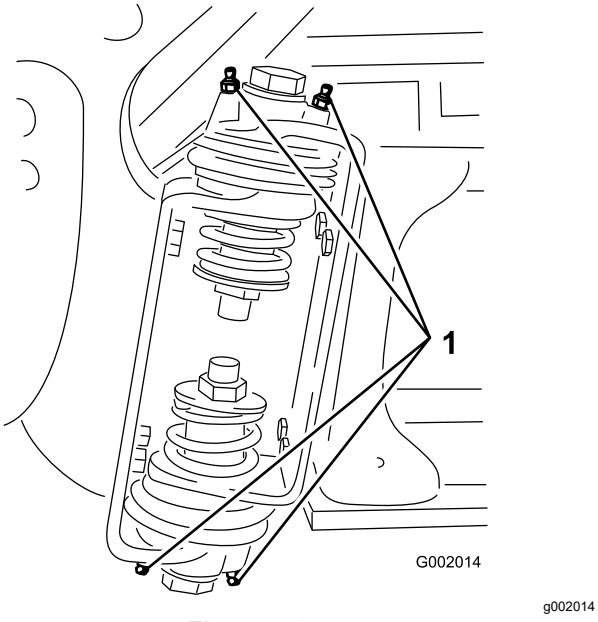

Figura 73
2. Bombee grasa en el cojinete o casquillo de cada punto de engrase (Figura 73).